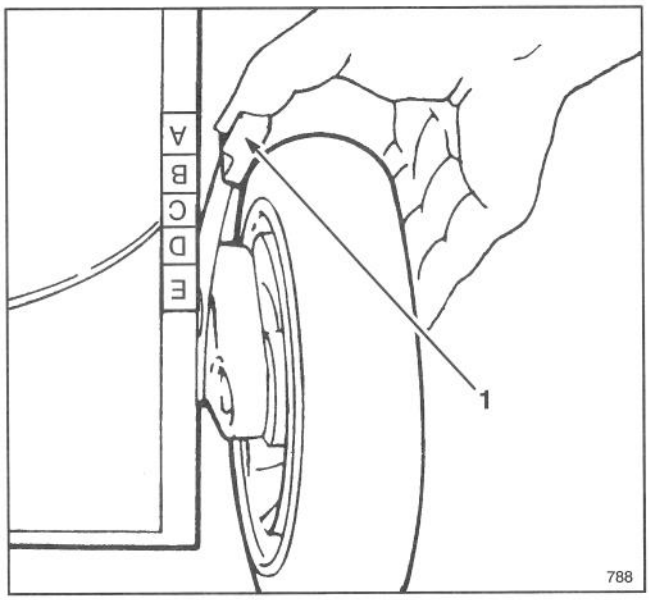

Figure 17
3. Squeeze mower's height-of-cut lever toward wheel and move it to the corresponding color/letter on mower housing (Fig. 17). For easier adjustment, lift housing up so wheel is off ground. **Do not put fingers under housing when lifting.** Ensure pin on height-of-cut lever engages slot in housing. Adjust all wheels to the same color/letter setting.